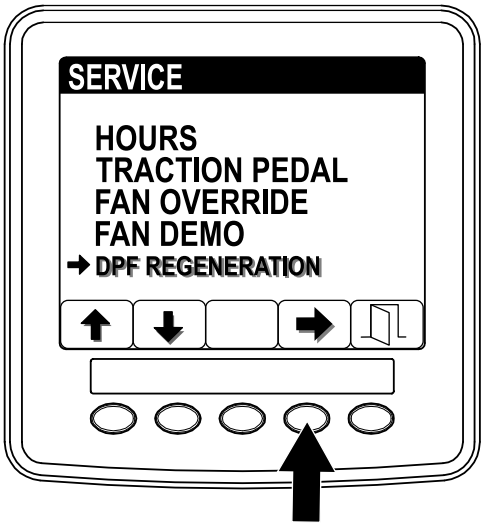

Bild 33
1. Öffnen Sie das Menü „Service“ und drücken Sie die Tasten 1 oder 2, um auf die Option DPF REGENERATION zu navigieren (Bild 33).
2. Drücken Sie die Taste 4, um den Eintrag „DPF Regeneration“ auszuwählen (Bild 33).